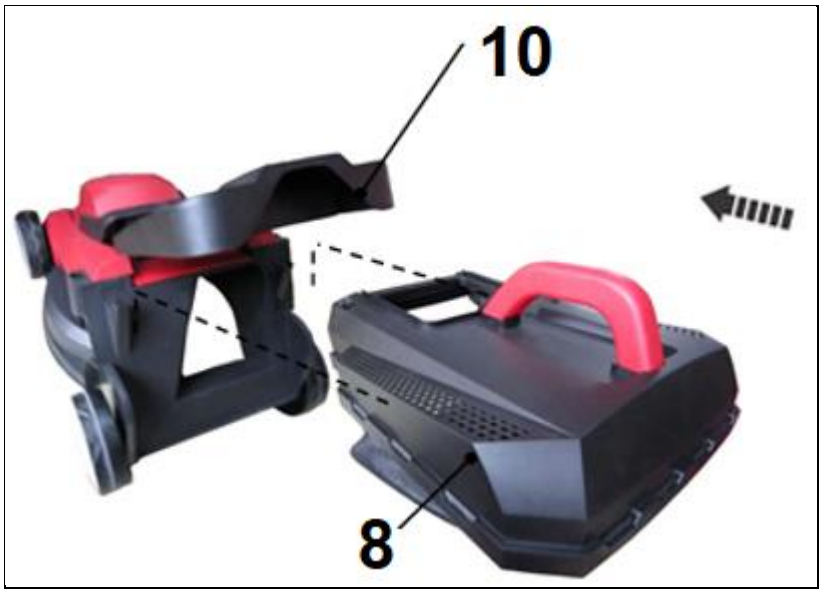

Rys. 11
5. Podnieś klapę odbojową i zamocuj kosz na uchwytach umieszczonych na tyle obudowy kosiarki. Upewnij się, że kosz jest dobrze zamocowany – sam nie wypada (Rys. 11).